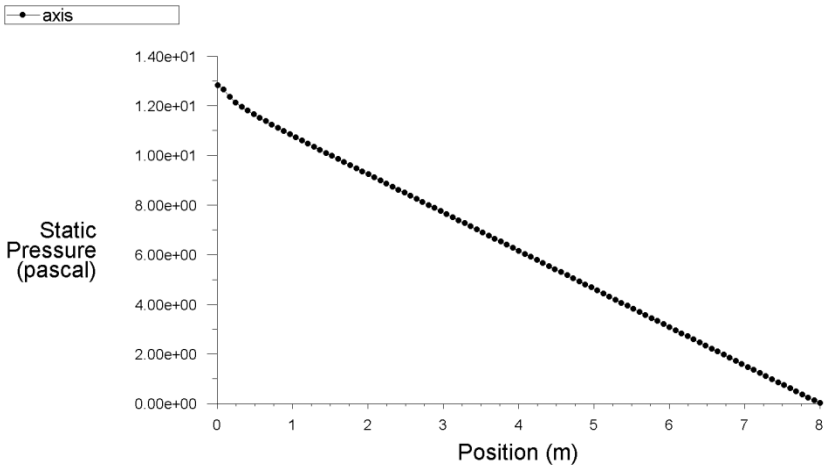

Рис. 72.
3) Жмем кнопку Plot. В графическом окне будет показан требуемый график, рис. 72.